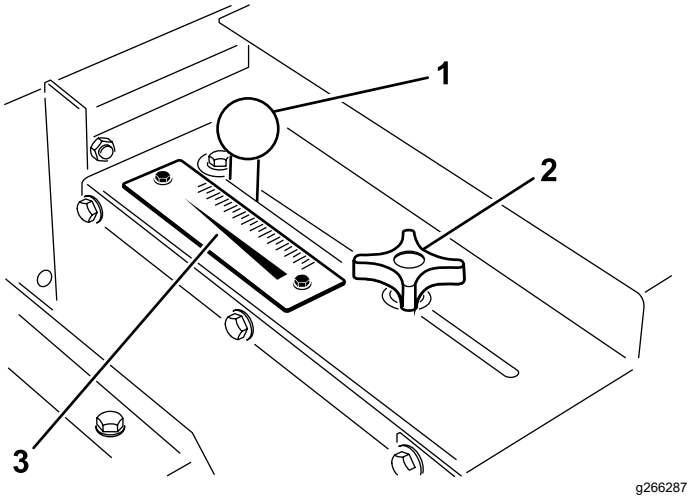

Figur 20
1. Lossa låsratten (Figur 20) tillräckligt för att den ska kunna glida obehindrat i spåret.
2. Ställ grindratten (Figur 20) i önskat läge och dra åt låsratten för att säkra justeringen.
Använd hastighetsskalan (Figur 20) för att ställa in önskad flödeshastighet. Se Sandningshastighet (sida 17).